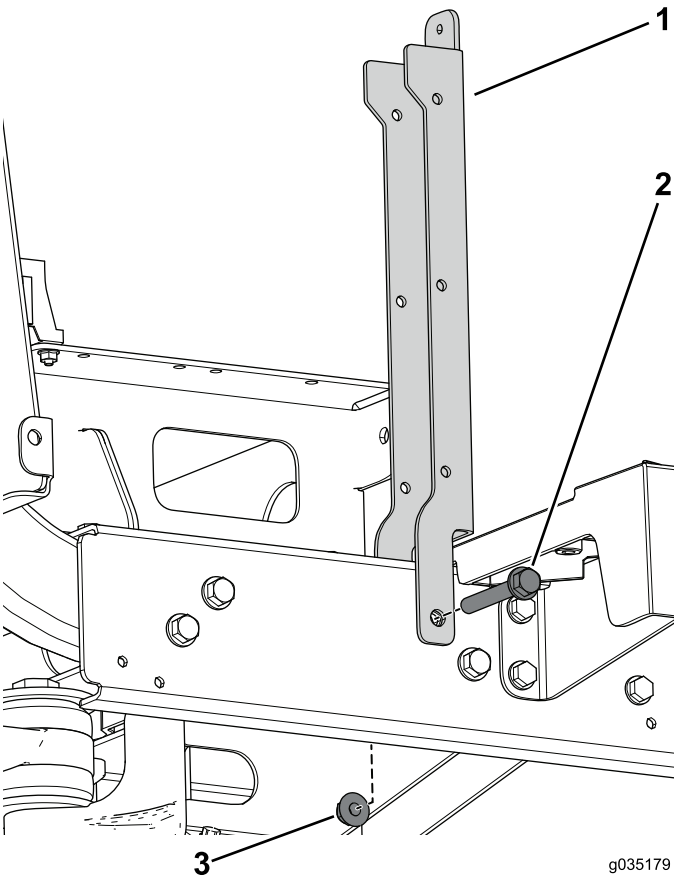

Figur 84
4. Bruk flensbolten (3/8 x 2-1/2 tomme) og flensmutteren til å feste setestøtten (Figur 84).